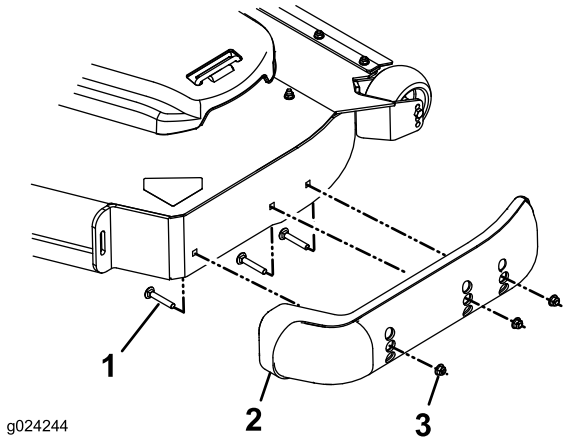

Figur 30
3. Afmonter bræddeboltene og møtrikkerne på hver glider (Figur 30).